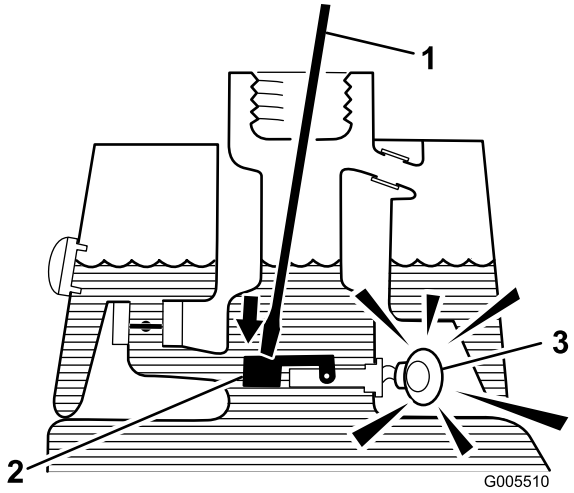

Figur 31
3. Sæt en ren stang eller skruetrækker ind i tankens studs, og tryk ned på svømmerkontakten (Figur 31). Alarmen bør lyde efter et sekunds forsinkelse.